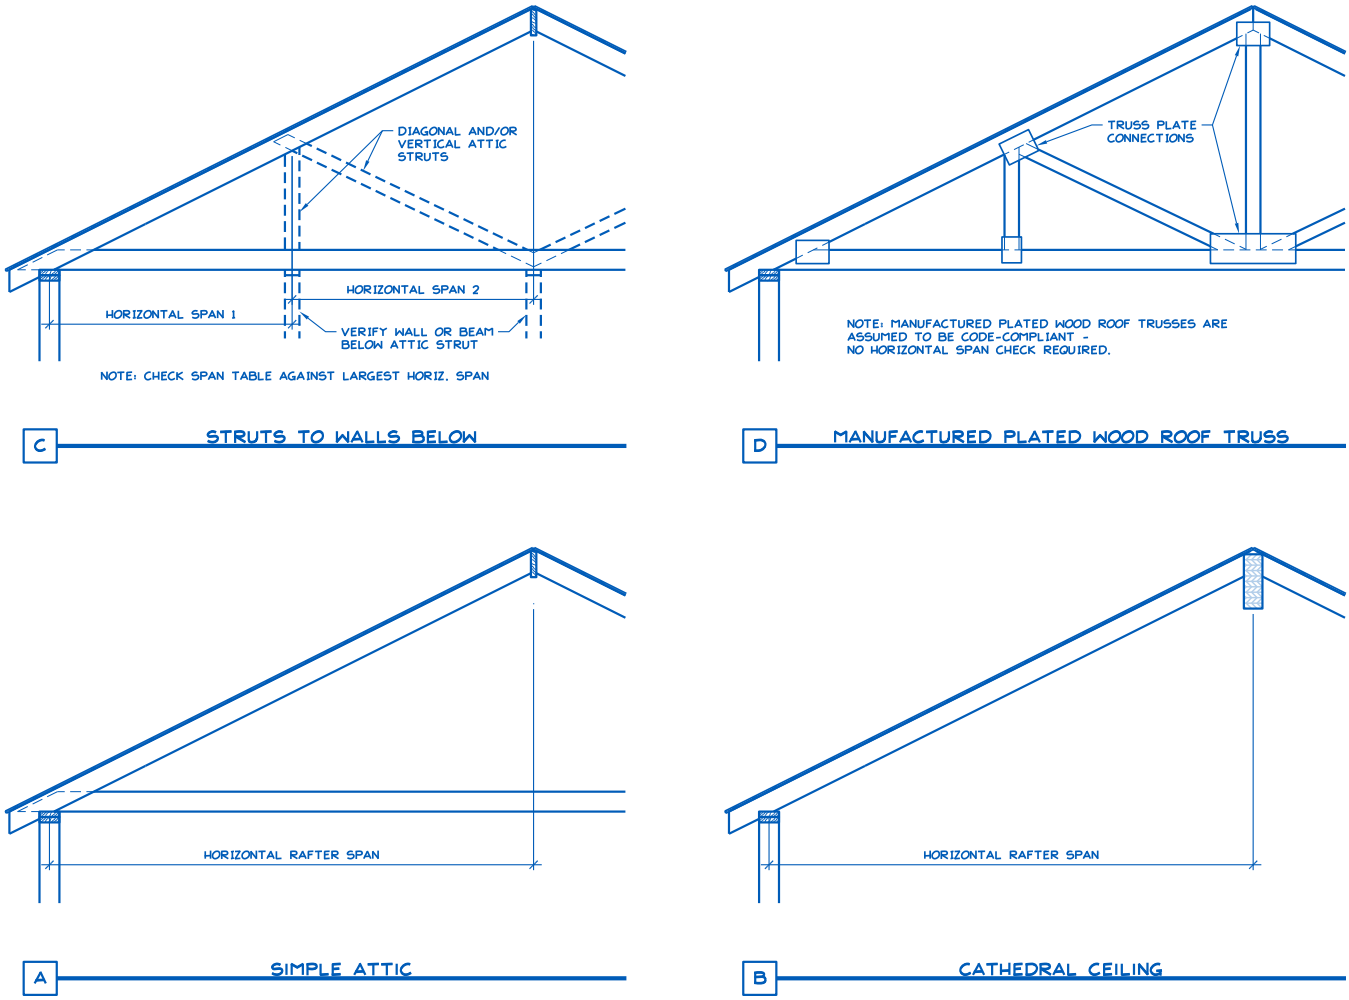

Figure 4. Definition of Rafter Horizontal Span.
5) Measured rafter horizontal span (see Figure 4): ____' - ____"ft-in
1. See Figure 4 for definition of roof rafter maximum horizontal span.